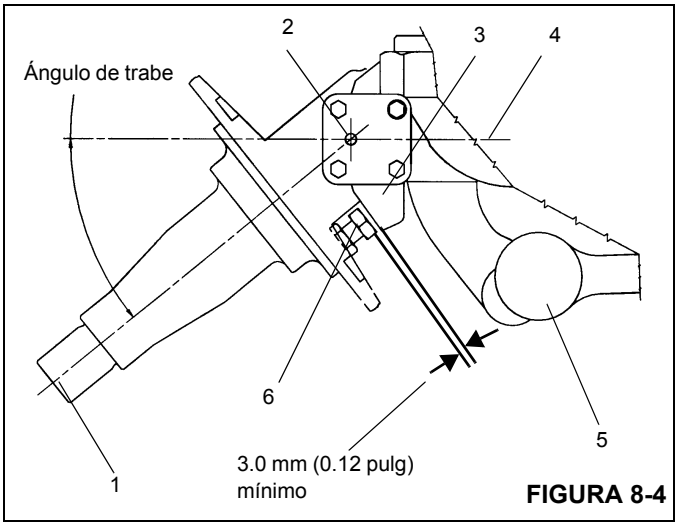

FIGURA 8-4
2. Ajuste los pernos de tope de eje (vea la Figura 8-4) en el primer eje delantero; los pernos deben ajustarse hacia adentro o hacia afuera, según se necesite, para obtener una dimensión mínima de 3.0 mm (0.12 pulg) entre el tope del eje rígido y la parte superior de la cabeza del perno (vea la Figura 8-4).